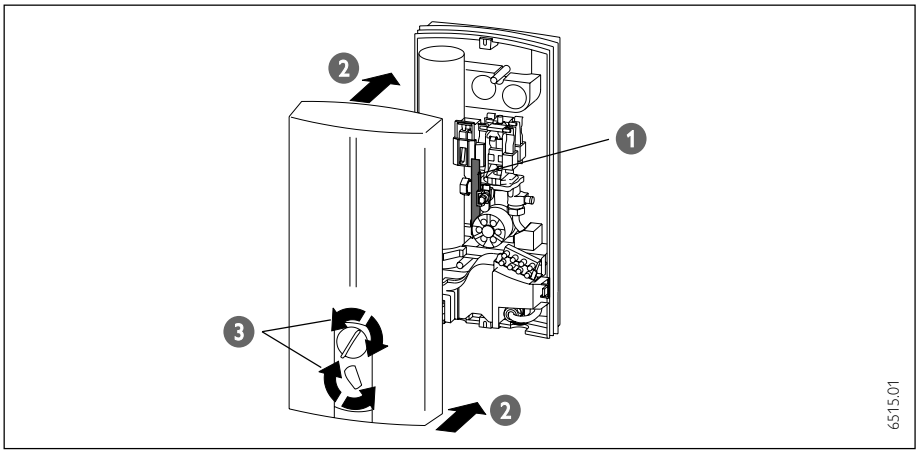

Abb. 20
• Nur bei Übertisch-Montage (Abb. 20)